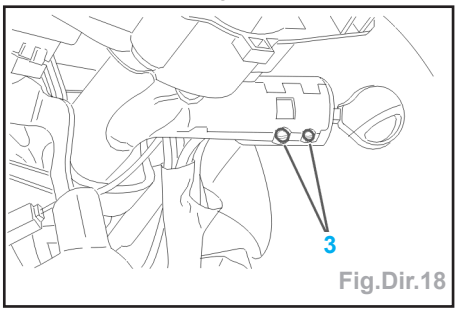

Fig.Dir.18
- Mettre la clé (2) dans l'antivol.
- Mettre la clé en position intermédiaire, entre les positions (A) et (M).
- Appuyer aux points (3) pour déverrouiller l'antivol (Fig.Dir.18).